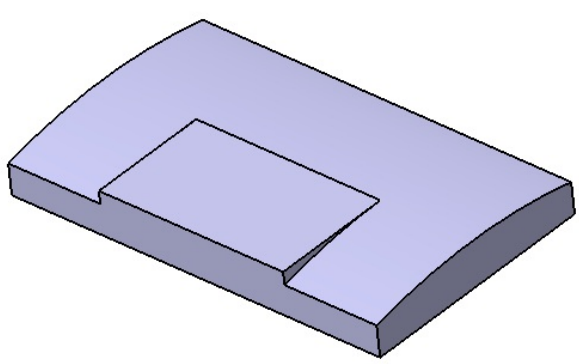

Figure 6-108 *The model after creating the second feature*
5. Select the **Up to next** option from the **Type** drop-down list and exit the **Pad Definition** dialog box. The model after creating the second feature is shown in Figure 6-108.